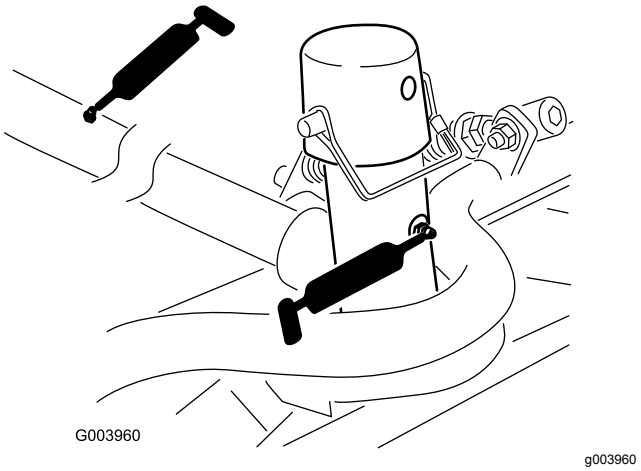

Figur 74
- Klippeenhedernes bæreramme og drejetap (2 hver) (Figur 74)